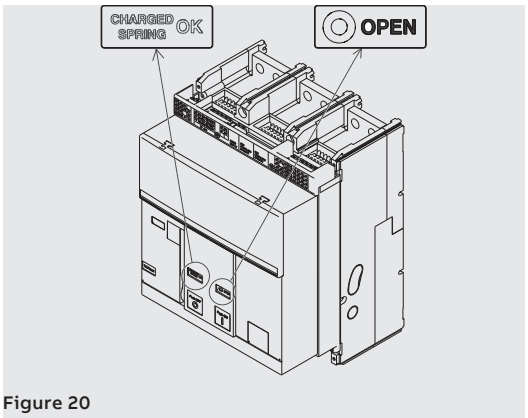

Figure 20
3. Check that the circuit-breaker is open (open/closed signalling device “O - OPEN”), and check that the springs are charged (springs signalling device “yellow - CHARGED SPRING”) as indicated in Figure 20.